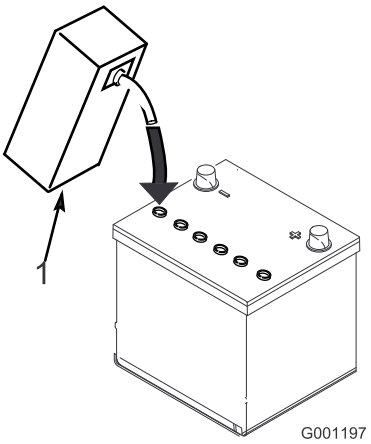

Figur 10
3. Fyld forsigtigt hver celle med elektrolyt, indtil pladerne er dækket med ca. 6 mm væske (Figur 10).
4. Vent ca. 20 til 30 minutter, mens elektrolytten trænger ind i pladerne. Fyld efter behov for at bringe elektrolytstanden op til ca. 6 mm fra bunden af påfyldningshullet (Figur 10).